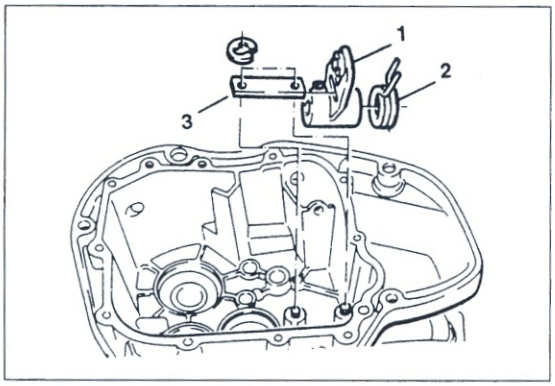

Bild 158
● Segment (Bild 158) einbauen. Segment ① mit Feder ② und Anschlag ③ in Getriebegehäuse einsetzen.